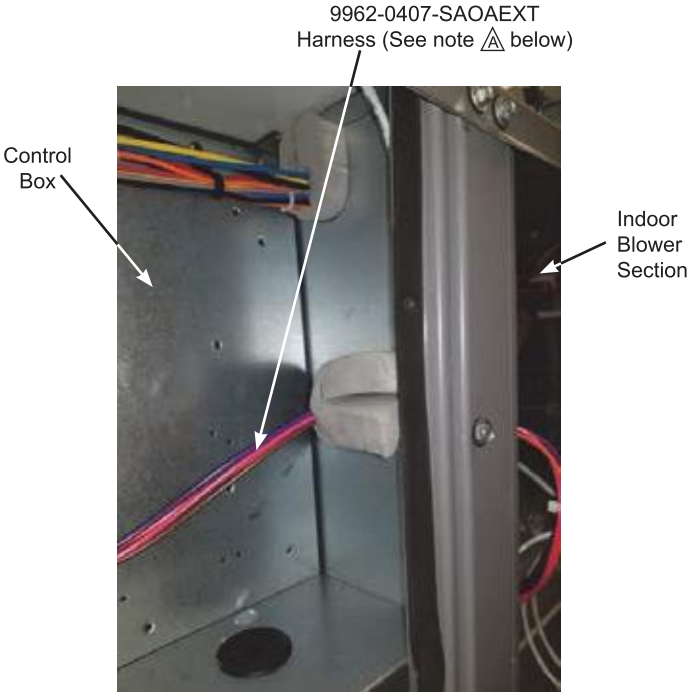

Figure 24 – Route 9962-0407-SAOAEXT Harness to Indoor Blower Section (See note ⚠ below)
Step 32: Route the 4-wire 9962-0407-SAOAEXT harness through the divider between the control box and the indoor blower section. See Figure 24. Important - See note ⚠ below.